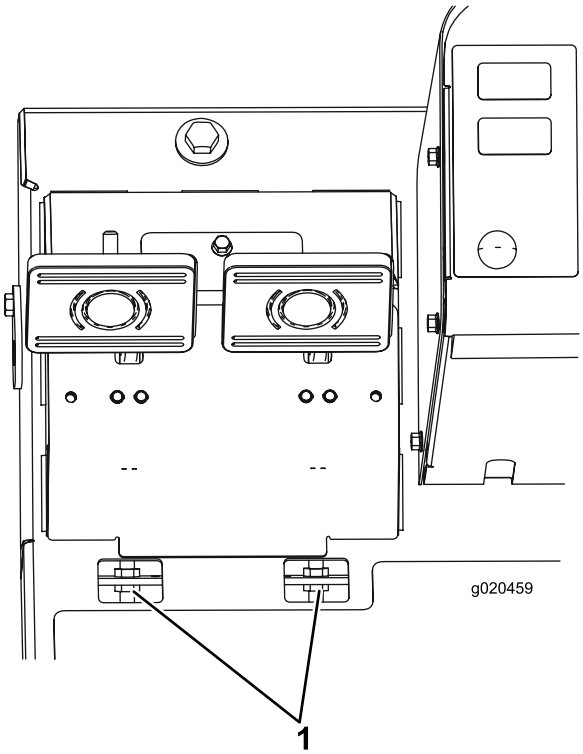

Figur 67
B. Løsn den forreste møtrik på bremsekablets gevind-ende (Figur 67).